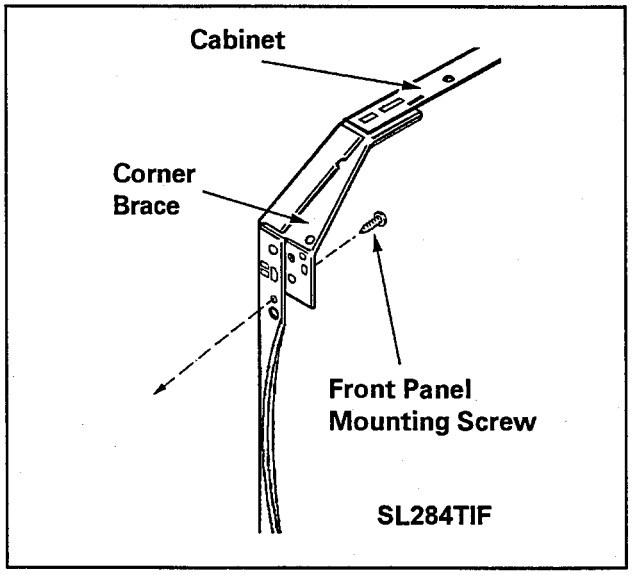

Figure 4-19
2. Insert a thin-bladed tool between the front panel and the top cover assembly, approximately three (3) inches in from each corner. While lifting up on the top cover assembly, press the blade against the wire clips, one side at a time to disengage them. Lift the top cover up to a stationary position.
3. Remove the two 5/16" hex/cross head screws securing the front panel to the upper front corner braces of the cabinet. ***(Figure 4-19 & 4-20)***